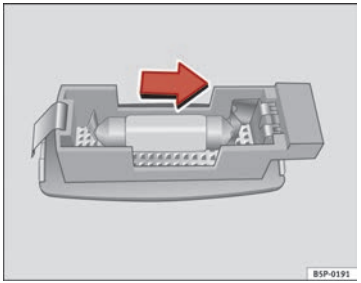

Fig. 203 Removing sun visor light
– Carefully remove the lamp, using the flat side of a screwdriver, as shown in the figure ⇒ Fig. 203.
– Remove the bulb, moving it in the direction of the arrow and outwards ⇒ Fig. 203. ■